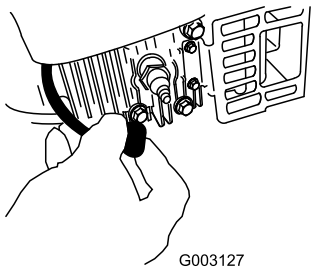

**Figura 31**
2. Staccate il cappellotto dalla candela (Figura 31) prima di eseguire interventi di manutenzione.